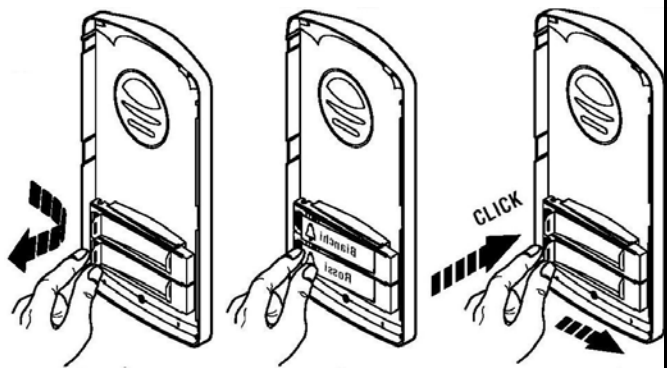

rys.21
10) Założyć ponownie etykietę oraz jej osłonę (**rys. 21**);